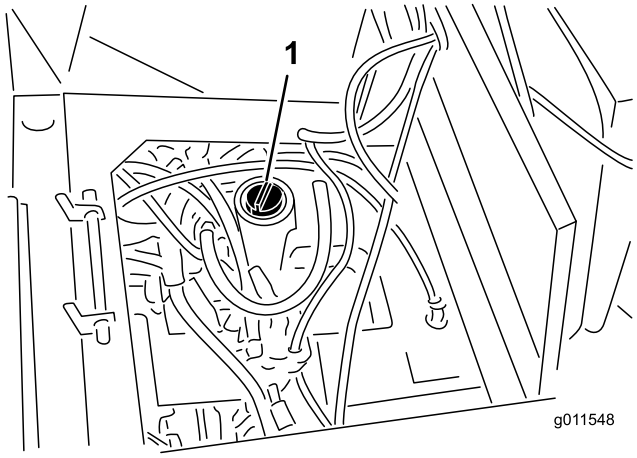

Figura 12
3. Limpe a zona em redor do tubo de enchimento e da tampa do depósito hidráulico (Figura 12). Retire a tampa do tubo de enchimento.